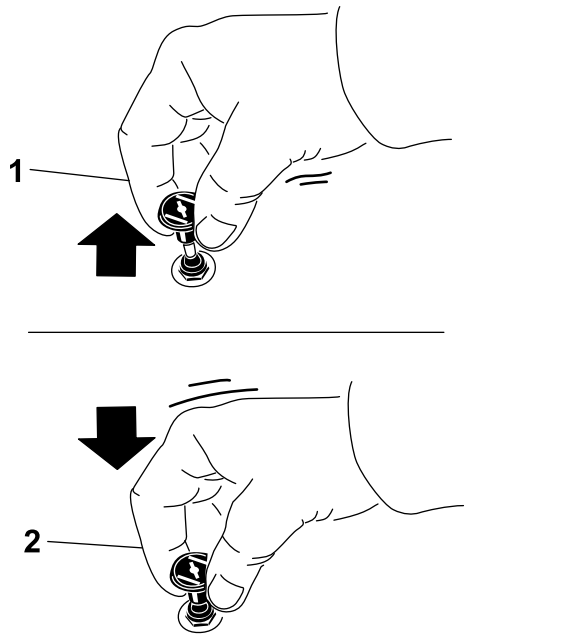

Figuur 22
1. Trek de knop van de choke omhoog om deze in te schakelen voordat u de contactschakelaar inschakelt (Figuur 22).
2. Druk de choke omlaag om deze weer uit te schakelen nadat de motor is gestart (Figuur 22).